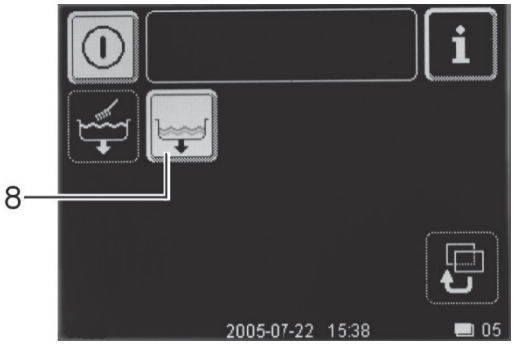

Imagen 05
- Pulse el pulsador (7).
- ⇨ Aparece la imagen 05.
- Pulse el pulsador (8).
- Pulse nuevamente el pulsador (8) si desea interrumpir la operación.
- ➢ Pulse el pulsador (7).
- ➢ Pulse el pulsador (7). Pulse nuevamente el pulsador (7) si desea interrumpir la operación.
- – Aparece el pulsador (25) “Limpiar interior”, aunque aún no puede activarse.
- Una vez evacuadas todas las cubas, el pulsador (25) “Limpiar interior“ parpadea. Sobre el pulsador tiene lugar una cuenta atrás de 5 minutos. Puede aprovechar este tiempo para limpiar el interior manualmente (véase a este respecto "Limpieza del interior"), y dejar después que el programa de limpieza finalice automáticamente.